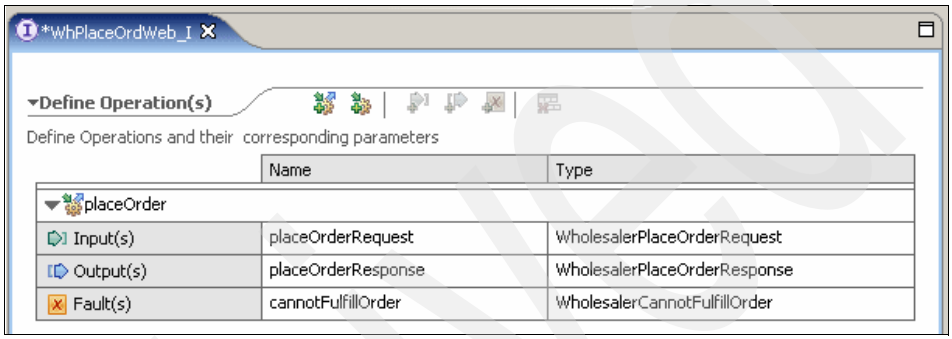

Figure A-26 WhPlaceOrdWeb_I interface
1. Create the interface *WhPlaceOrdWeb_I* with the namespace `http://Wholesaler/WhPlaceOrdWeb_I` as shown in Figure A-26.